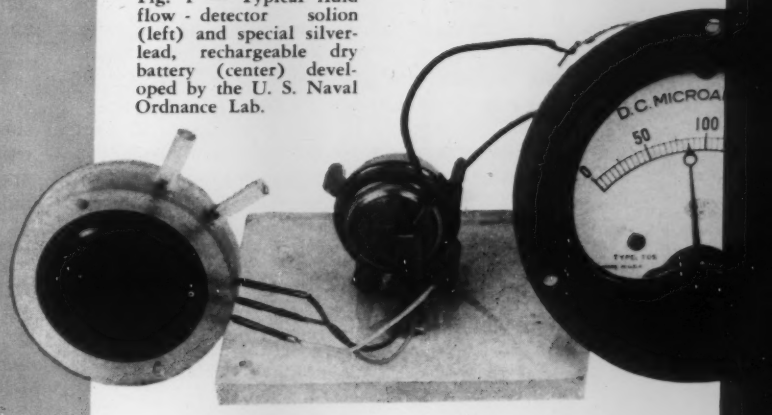
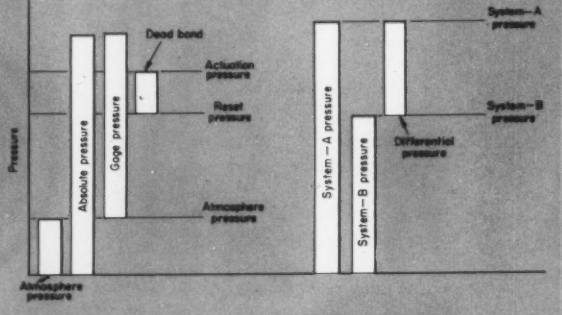
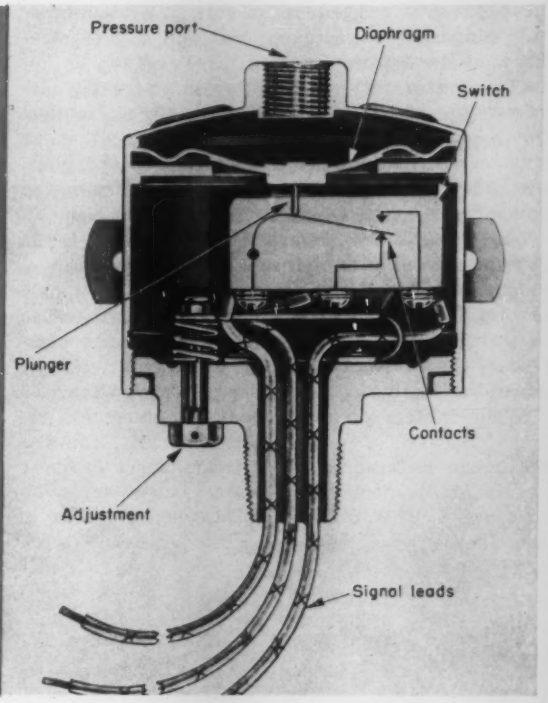

Fig. 1 — Typical fluid flow - detector solion (left) and special silver-lead, rechargeable dry battery (center) developed by the U. S. Naval Ordnance Lab.
Fig. 2—Comparison of pressures measured by absolute, gage and differential-pressure switches.
Fig. 3—Presssure switch with diaphragm sensing element. Unit is for controlling gage pressure in a low-pressure system. No load spring is employed.
SMALL in size, highly sensitive, extremely accurate, and low in power consumption, solions can accomplish many of the functions heretofore performed only by electron tubes and transistors. After full development, these electrochemical units may be more selective, sensitive and efficient in many applications than electron tubes or transistors. It is fully expected that electrochemical devices of this type will make possible more economical, smaller and simpler instrumentation, Fig. 1. Even now, many transistorized circuits are more complicated than electrochemical element circuits performing the same function. Considerably less electrical power is required by a solion circuit than in a comparable transistor circuit.
Principle of Operation: Generation of electrical current occurs in the device when ions are caused to move between electrodes through an iodine solution. Current flow is excited initially by a low-voltage, dry-cell battery connected in series with the electrochemical unit as shown in Figs. 1 and 2. Solion current is then sustained and varied by outside stimulation of the unit with changes in temperature, pressure, light, sound and motion.
The solion is polarized by a special-design battery developed by scientists Herbert B. Reed and Monroe B. Goldberg, Naval Ordnance Laboratory, Fig. 1. Other types of low-voltage batteries may be used, however. The NOL battery, disclosed several weeks ago, is a silver-lead, alkaline, rechargeable dry battery with a long shelf life and possessing the ability to deliver 0.9-volt over long
A typical flow detector is shown in Fig. 2. Electrodes may be of any metal which is inert to the electrolytic system used. In this particular example, platinum electrodes are used in an electrolytic system of iodine and potassium iodide in water. Cathodic reduction of iodine is made the controlling reaction by using a low concentration of iodine and a high concentration of the supporting electrolyte, potassium iodide. Current in the system is evidently controlled by the number of negative iodine ions which come into contact with the cathode. When there is no electrolyte flow through the cathode orifice, the current is controlled by diffusion; fluid flow of the electrolyte increases the number of available negative iodine ions at the cathode, and the current in the system increases. The reactions within the detector are reversible and there is no depletion of the unit during the chemical processes. Other electrolyte systems may be used: for example, ferricyanide-ferrocyanide, bromine-bromide, ceric-cerous, ferric-ferrous, etc. It is only necessary that they be reversible redox systems, which are reversible, chemical oxidation-reduction systems. A plot of the equilibrium current as a function of the incident pressure is shown in Fig. 3.
The cell in Fig. 2 was designed primarily for detecting and metering of acoustic energy or ac pressures. A more satisfactory design for dc flows and pressures is shown in Fig. 5. In this cell design, an additional cathode is placed in the right-hand compartment so that the bias voltage transfers the iodine from this side to the anode side, resuling in a final concentration of virtually zero in the cathode side.
Fig. 2—Circuit of solion flow detector, polarizing battery and ammeter shown in Fig. 1. Designed primarily for detecting and metering acoustic energy or ac pressures, the solion consumes 1/100 to 1/1000 the power required to operate a transistor.
Fig. 3—Curves of electric current vs. flow of electrolyte through the cathode orifice for solion acoustic detectors, such as shown in Figs. 1 and 2, with different orifice designs. The constant *k* depends on cathode geometry.
Pressure switches are designed in three basic types: (1) gage, (2) differential, and (3) absolute. Comparison of the pressures measured by these switches is given in Fig. 2.
Gage Type: By far the most common pressure switch is the gage type, Fig. 3. In this switch, one side of the pressure-sensing element is ported to the system pressure; the other side of the element is vented to the surrounding atmosphere. The element responds, therefore, to the difference between the pressure in the system connected to the pressure-sensing port and the ambient atmospheric pressure.